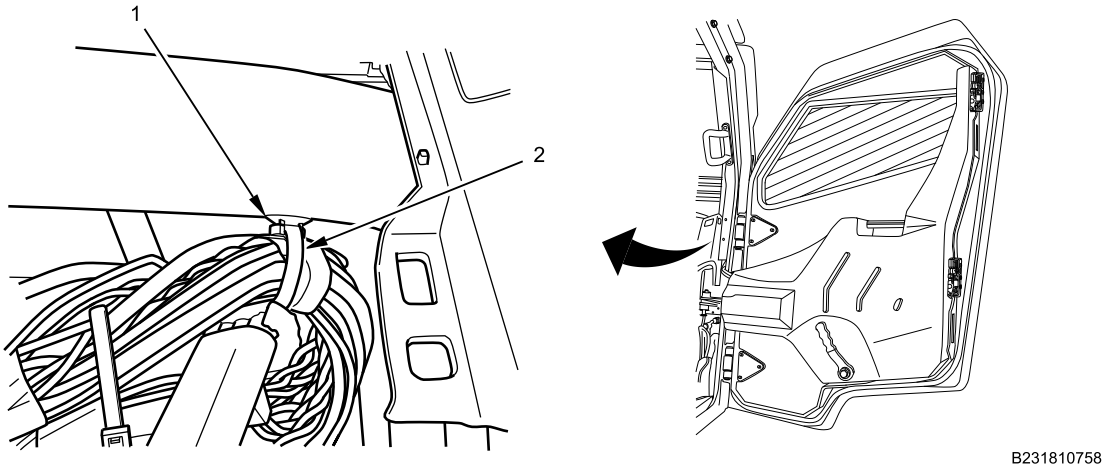

Figure 9. IP Wiring Harness Cable Lock Straps.
14. Remove right side wiring harness cable lock strap (Figure 9, Item 2) from IP wiring harness bundle and IP brace cable lock strap retainer (Figure 9, Item 1) through IP right side closeout opening. Discard cable lock strap.